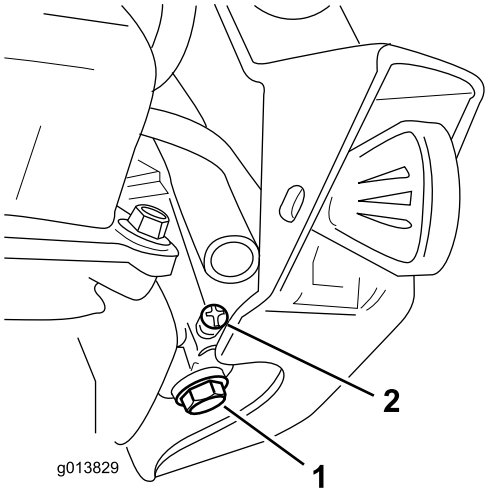

Figure 33
B. Unscrew, but do not remove, the small screw on the side of the carburetor fuel bowl (Figure 33) until the fuel begins to drain from the carburetor. Drain the fuel into an approved fuel container.